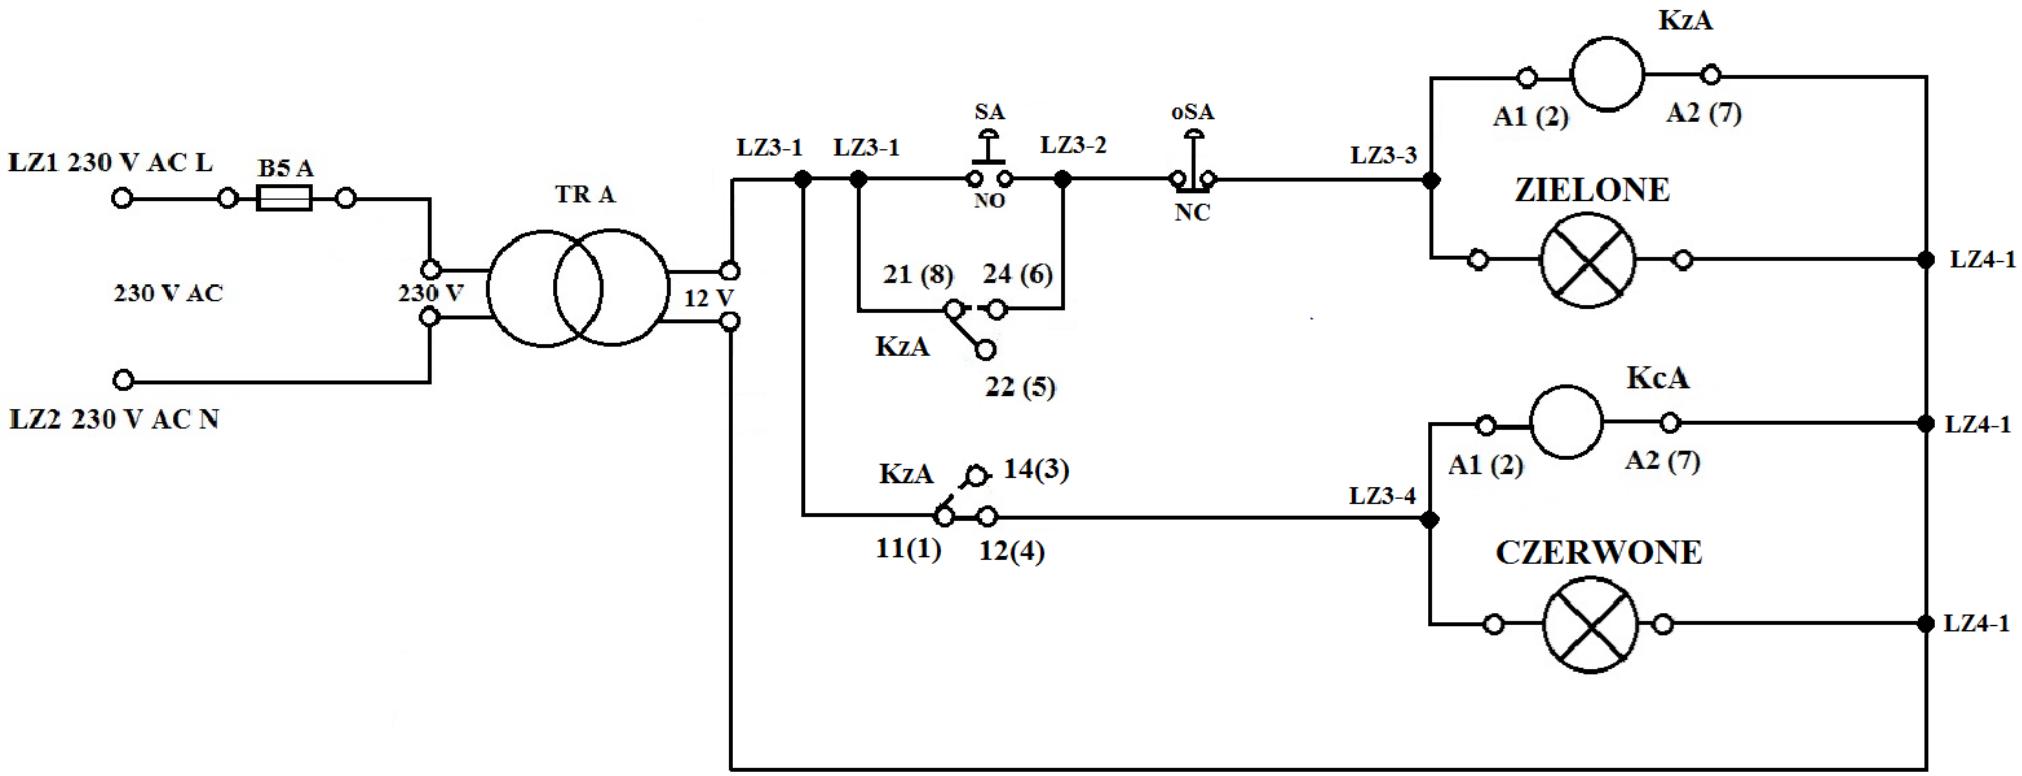

Rysunek 3. Obwód semafora wjazdowego A
- zmontowano i podłączono przewodem fragment obwodu semafora wjazdowego A (Schemat A, rysunek 3),
3. Wykonaj połączenia przewodem elementów układu obwodu semafora wjazdowego A, które zamontowałeś na szynach TH-35 do zacisków na listwach: **LZ3-2, LZ3-3, LZ3-4, LZ4-1** (Schemat A, rysunek 3). Fakt ten zgłoś przewodniczącemu zespołu nadzorującego poprzez podniesienie ręki w celu weryfikacji przez egzaminatora poprawności połączeń elektrycznych.